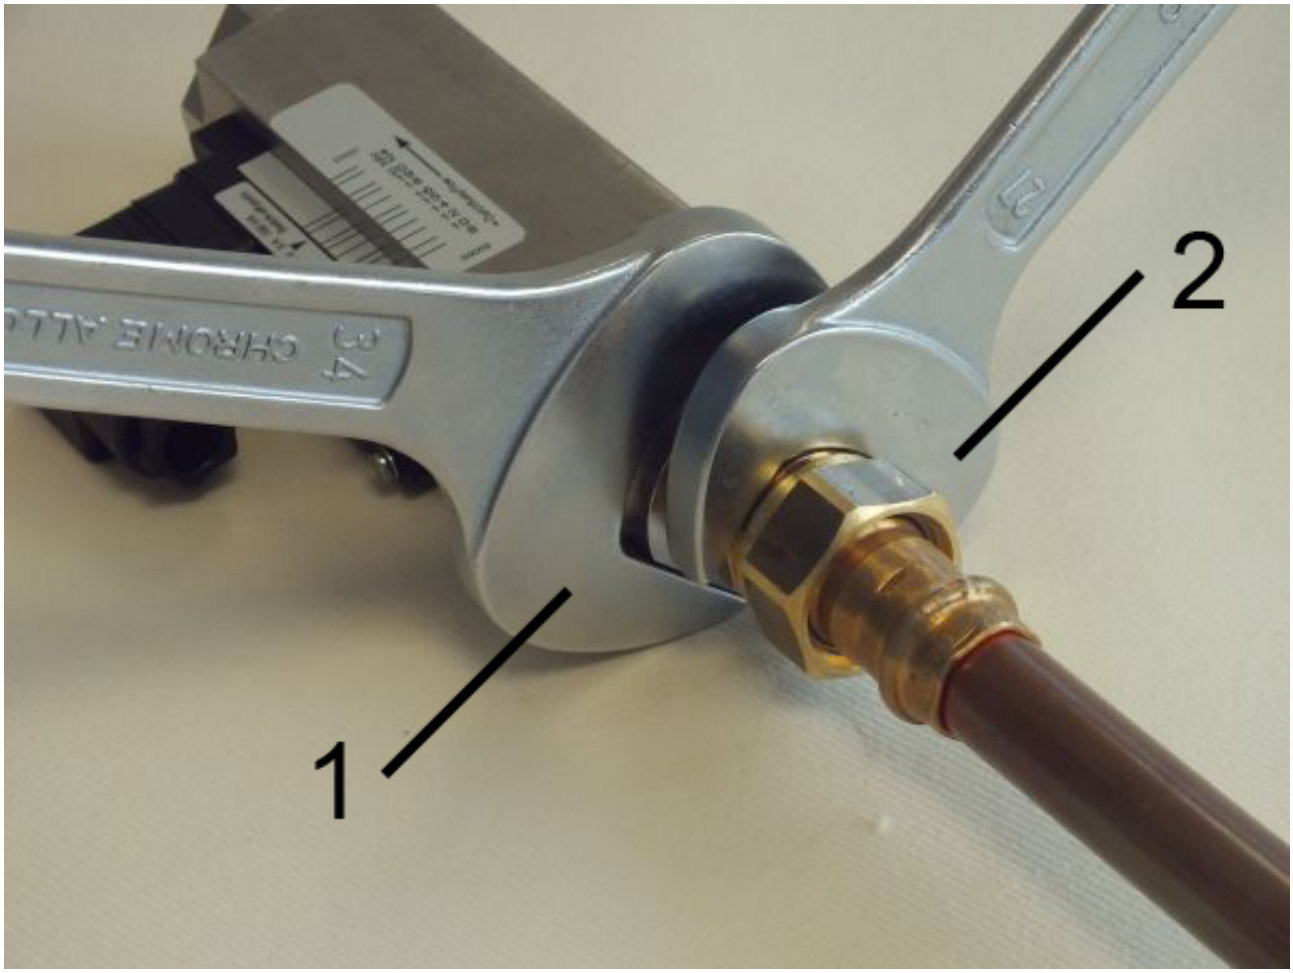

Fig. 12: Screw in the device
2. Fasten the adapter union of the pipeline with an appropriate spanner (*Fig. 12*/2). When doing so, lock the process connector in place to prevent slip, using a suitable spanner (*Fig. 12*/1).